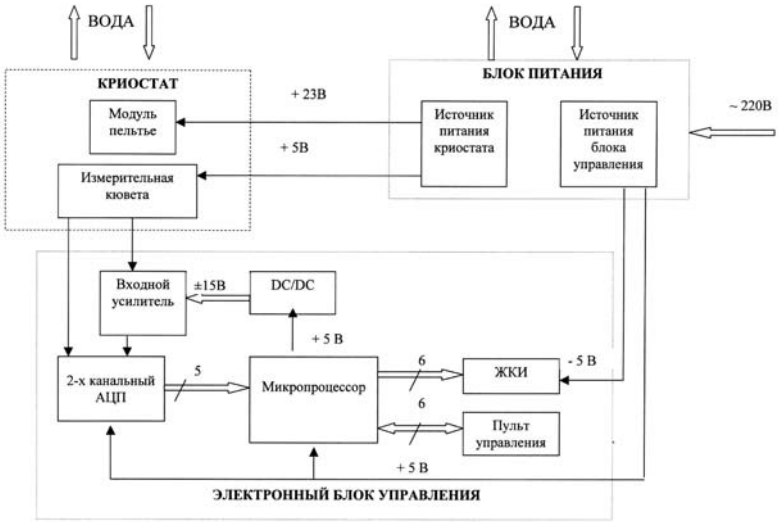

Рис.1. Блок-схема прибора ИНПН.
Основные составные части прибора (рис. 1):
4.4.1. В общем корпусе собраны отдельные функциональные блоки прибора: импульсный источник питания, криостат, блок управления прибором и отображения полученной информации (рис. 1).